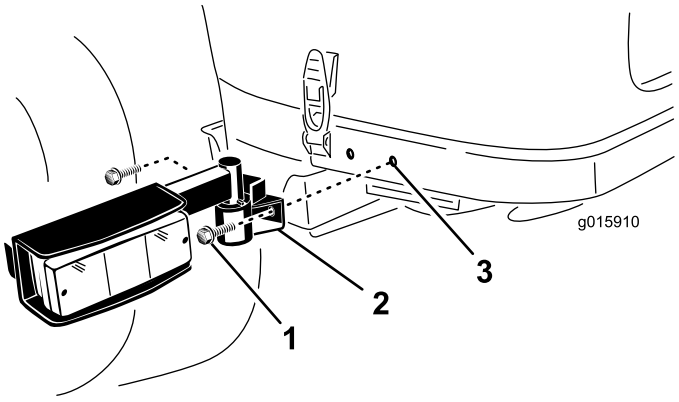

Figura 9
1. Usando los taladros de montaje situados detrás de los cierres del capó, monte un conjunto de luz en cada lado del bastidor trasero con 2 tornillos con arandela prensada de 3/8 x 3/4 pulgada (Figura 9). Si no hay taladros de montaje en el bastidor trasero, continúe con el paso siguiente